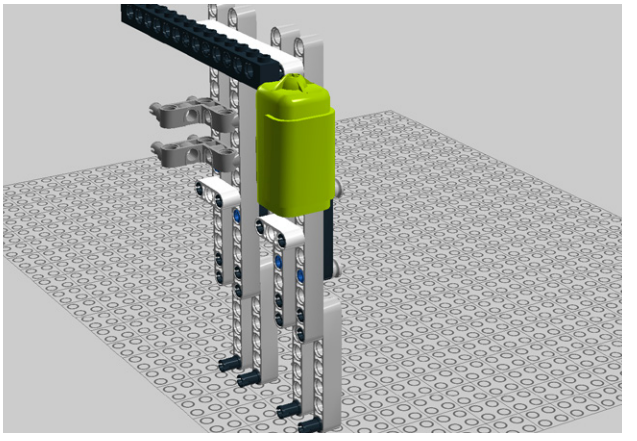

Figure 5-60. *Step 53: Attaching the motor*
53. Another touch sensor goes as indicated in Figure 5-60; it tells the Arduino when the mixing arm and syrup dispenser are down.